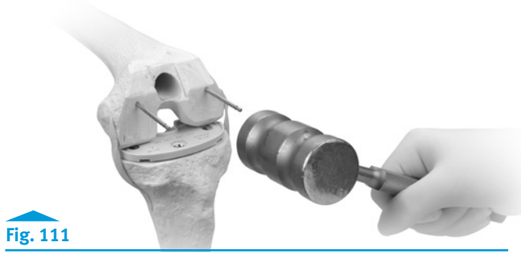

Fig. 111
- Insert one or two Headless Holding Pins into the face of the LCCK 4-in-1 Femoral Cutting Block **(Fig. 111)**